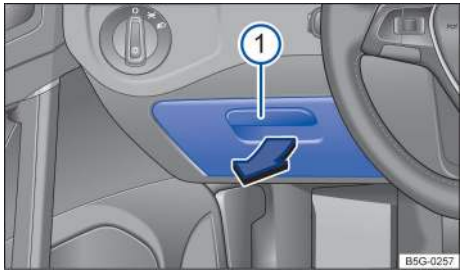

Fig. 126 On the driver side: Storage compartment.
— *To open:* Pull the handle → fig. 126 (1) in the direction of the arrow.